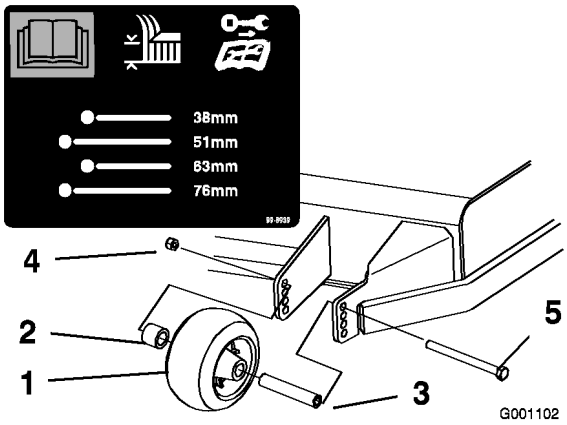
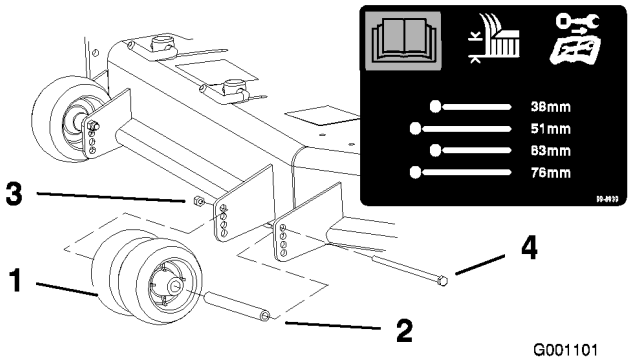
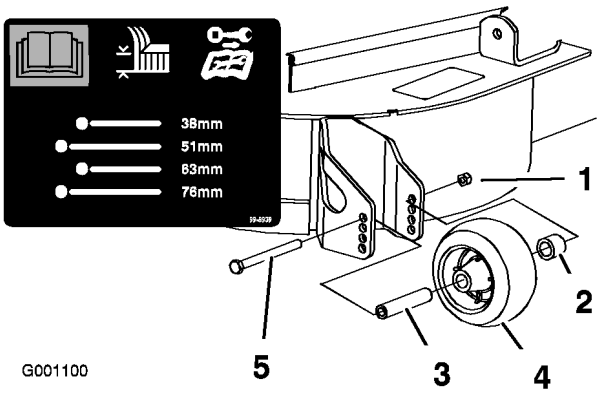

Figur 18
Figur 19
Figur 20
3. Når du har justeret klippehøjden, skal du justere rullerne ved at fjerne flangemøtrikken, bøsningen, afstandsklodsen og bolten (Figur 18, Figur 19 og Figur 20).
Bemærk: De to midterste ruller har ikke en afstandsklods (Figur 19).
5. Monter flangemøtrik, bøsning, afstandsklods og bolt. Spænd til 54-61 Nm (Figur 18, Figur 19 og Figur 20).